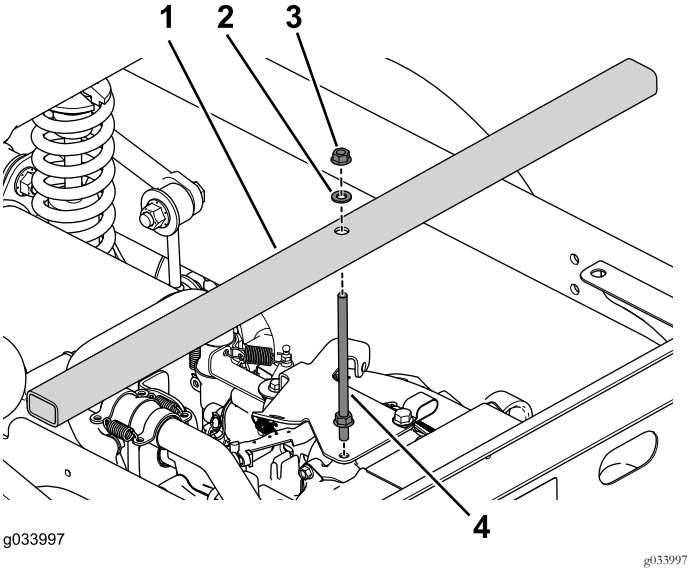

Figura 13
1. Rimuovete il bullone flangiato sulla staffa dell'acceleratore (Figura 13).
2. Utilizzate i 2 dadi flangiati, la rondella e l'asta filettata per montare il supporto a ponte sul motore (Figura 13).